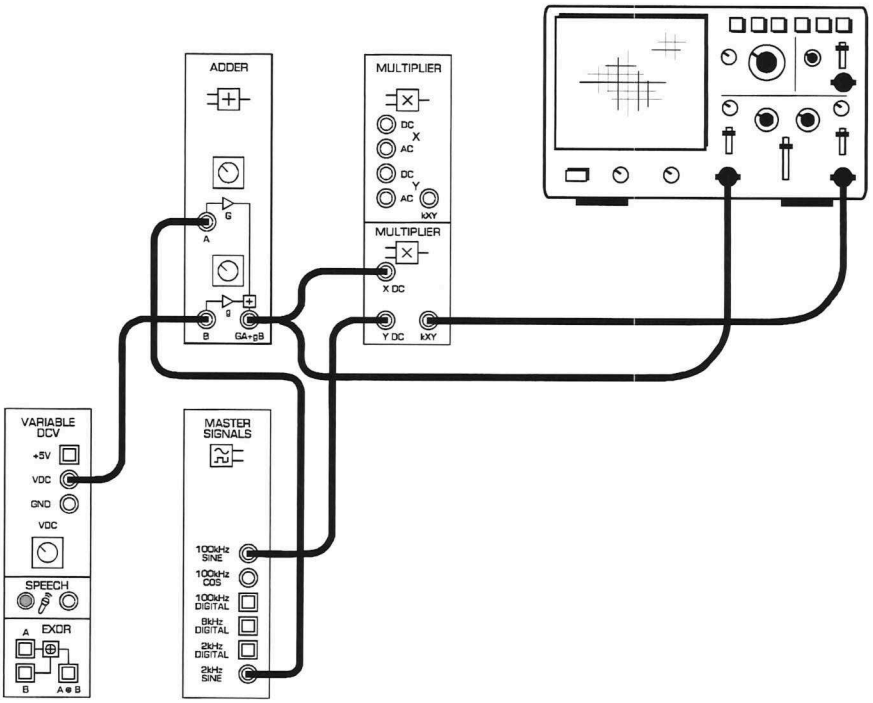
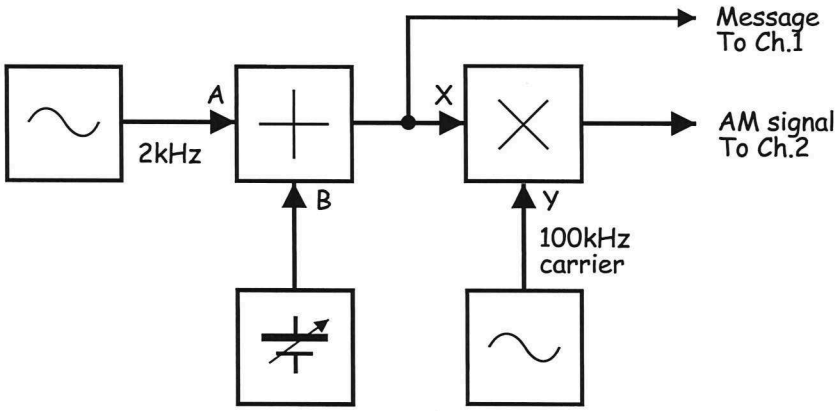

Figure 2
Figure 3
4. Connect the set-up shown in Figure 2 below using the PicoScope.
The set-up in Figure 2 can be represented by the block diagram in Figure 3 below. It generates a 100kHz carrier that is amplitude modulated by a 2kHz sinewave message.